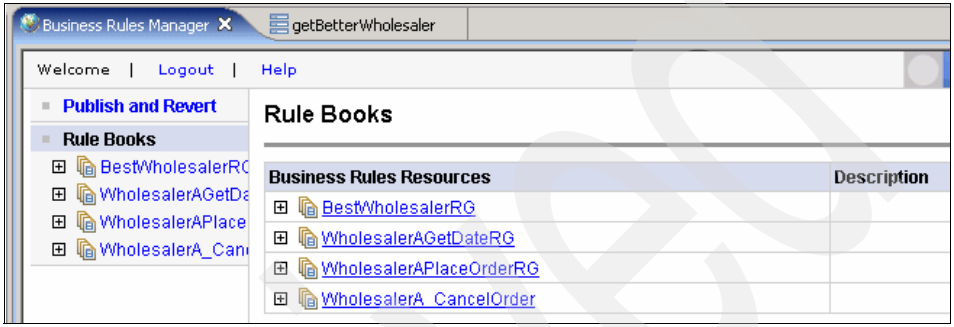

Figure B-12 The Business Rules Web Client
3. The client starts and shows all the rule groups that are defined on the run time (Figure B-12).